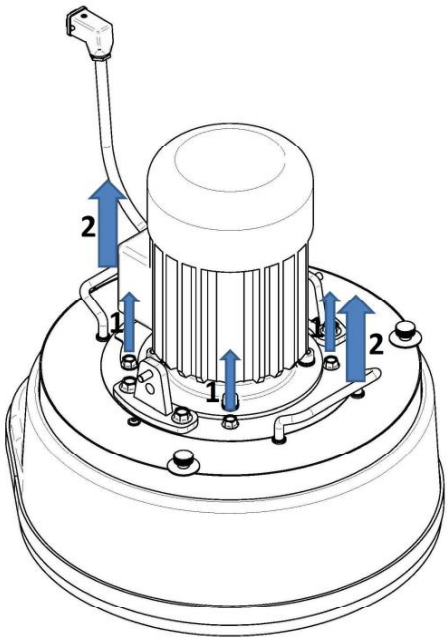

Figure 8.6.1
If the belt slips or breaks, unscrew the four bolts shown (1) (Fig.8.6.1) and remove top cover (2).